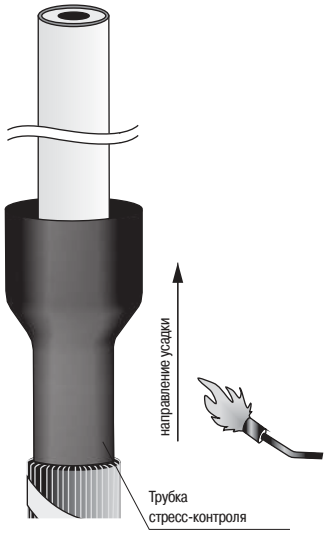

Рисунок 7
4.12 Н деть н к ждую жилу трубку стресс-контроля до упор в отогнутые проволоки медного экр н . Ус дить трубку с помощью горелки, н чин я от проволочного экр н и д лее по н пр влению к концу жилы (рисунок 7).